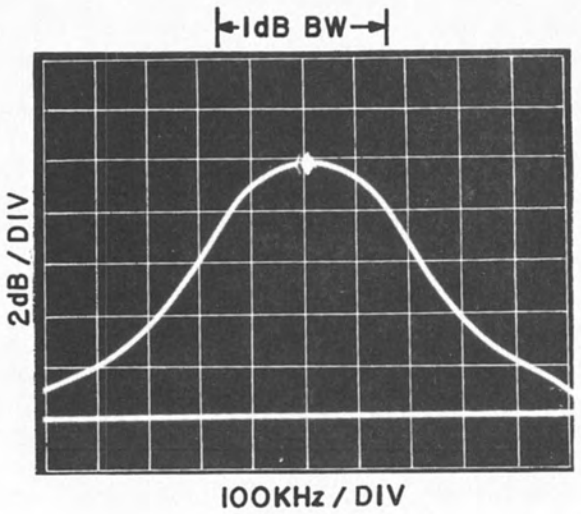

Figure 4-22. AM Demodulator Narrow-Band Alignment, Typical Response
9. Adjust C26 and C28 for the best response. The response should be centered at 21.4 MHz with a 1 dB bandwidth of between 200 and 400 kHz, as illustrated in **Figure 4-22.**